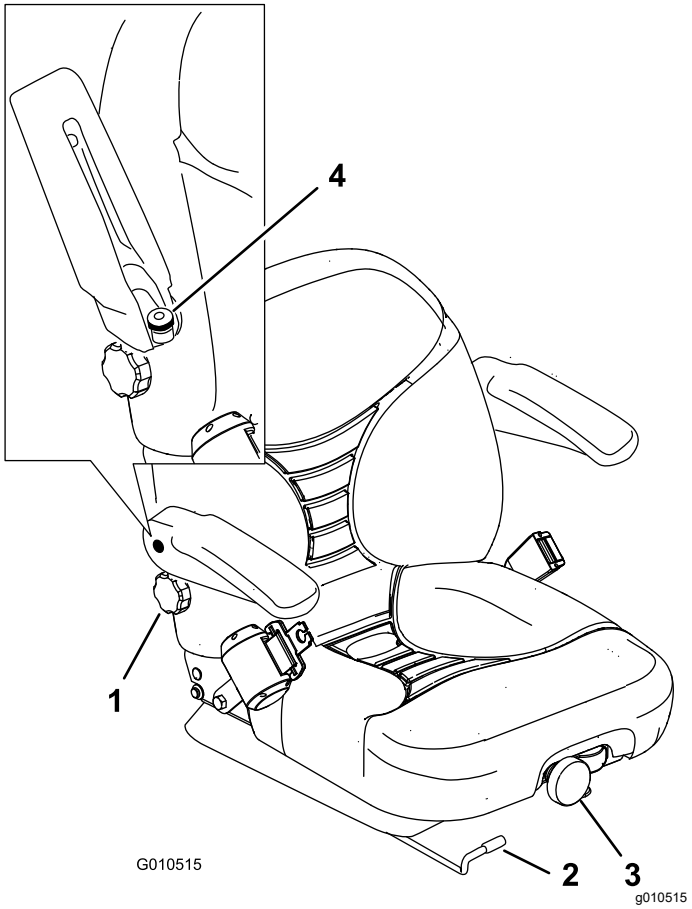

**Figur 33**
1. För spaken i sidled för att låsa upp sätet (Figur 33).
Justera sätet genom att vrida den främre ratten i endera riktning tills du sitter bekvämt (Figur 33).
För att flytta sätet bakåt ska du vrida ratten under det högra armstödet i endera riktning tills du sitter bekvämt (Figur 33).
Höj armstödet och vrid på ratten i endera riktningen för att få det så bekvämt som möjligt (Figur 33).